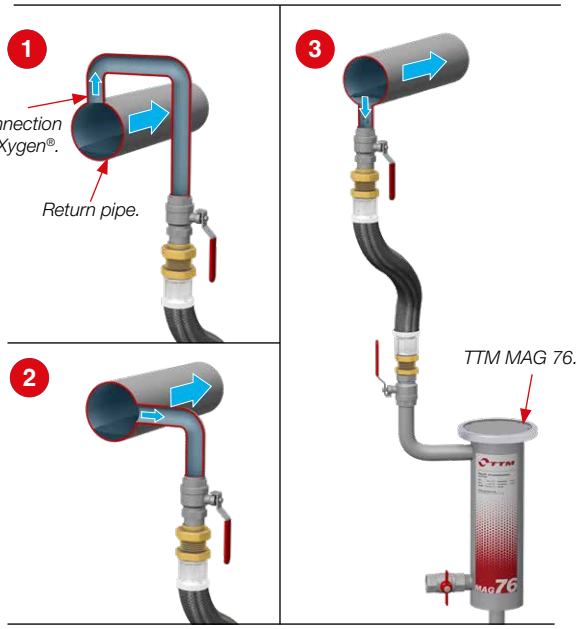

*Fig. 3.*
**TTM NoXygen® connection examples (Fig. 3):**